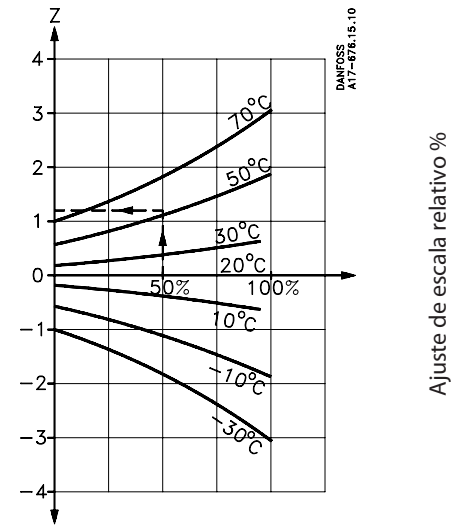

Fig. 11c
Z puede encontrarse en la fig. 11c, mientras que a es el factor de corrección que se encuentra en la tabla.
Factor de desviación de escala (véase fig. 11c): + 1.2 (Z)